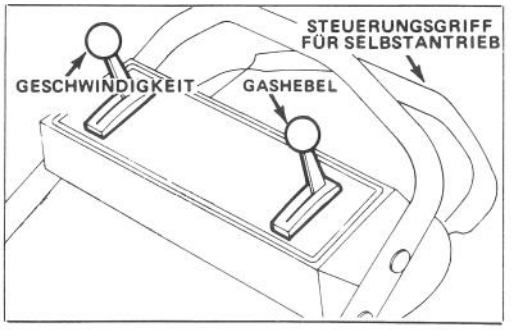

Bild 8
1. STEURVORRICHTUNG – Gashebel, Geschwindigkeitshebel und Antriebshebel befinden sich am oberen Griff (Bild 8). Seilstarter befindet sich am Motoroberteil.
2. Hochspannungsdraht auf Zündkerze schieben und bei Modellen mit Selbstantreib den geschwindigkeitshebel auf "N" einstellen (Bild 8).
4. FAHRGESCHWINDIGKEIT (Bild 8) – Schieben Sie den Hebel für die Fahrgeschwindigkeit in die gewünschte Position. Nummer "1" ist langsam, "2" mittel und "3" entspricht schnellem Gehen. Die Steuerstange auf "N" schieben, wenn Sie den Mäher zum Trimmen Verwenden oder ihn verlassen.
6. STOPPEN (Bild 8) – Um Messer und Fahrantrieb zu stoppen, den Antriebshebel loslassen. Bodengeschwindigkeitshebel auf "N" stellen. Zum Stoppen des Motors den Drosselhebel auf OFF (AUS) stellen. Das Kabel von der Zündkerze abziehen, wenn der Mäher unbeaufsichtigt oder nicht in Benutzung ist.